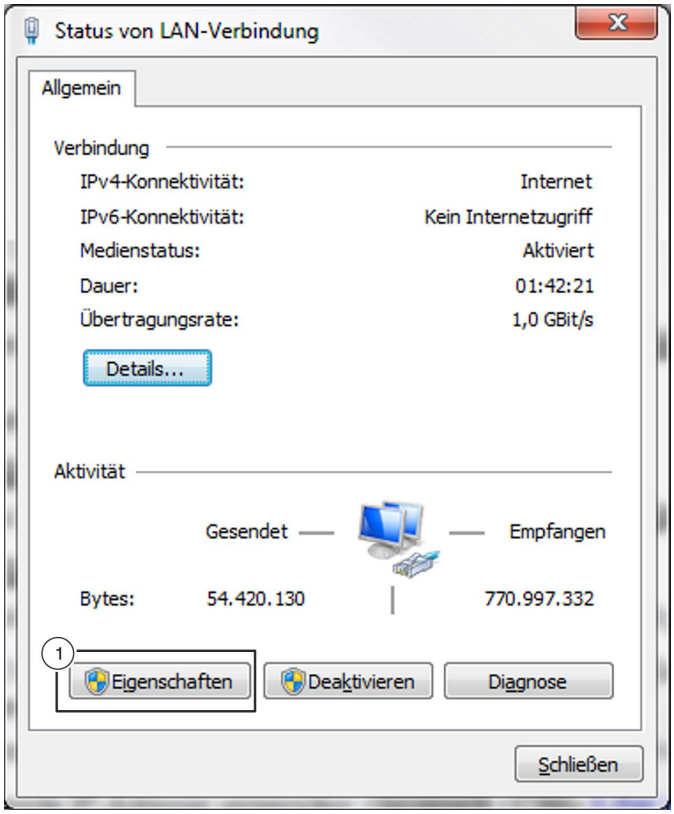

Abb. 39: Status von LAN-Verbindung
5. ▸ *„Eigenschaften“* (Abb. 39 /1) auswählen.